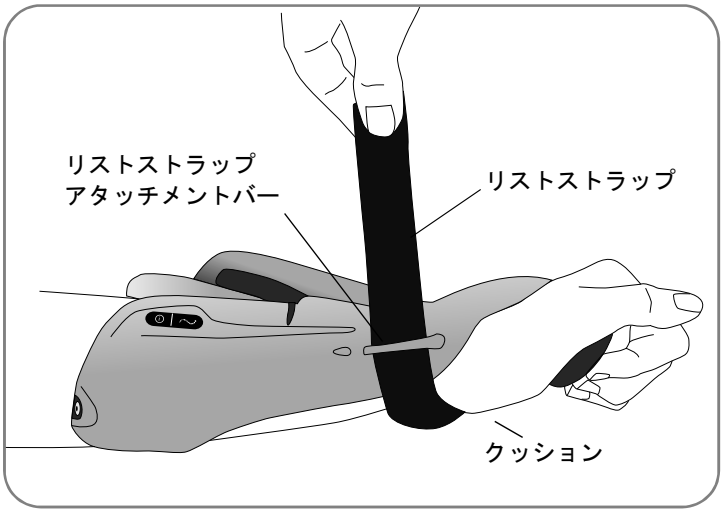

図 8-14：リストストラップの装着
8. リストストラップを引き上げて、リストストラップアタッチメントバーを通します（図 8-14 を参照）。